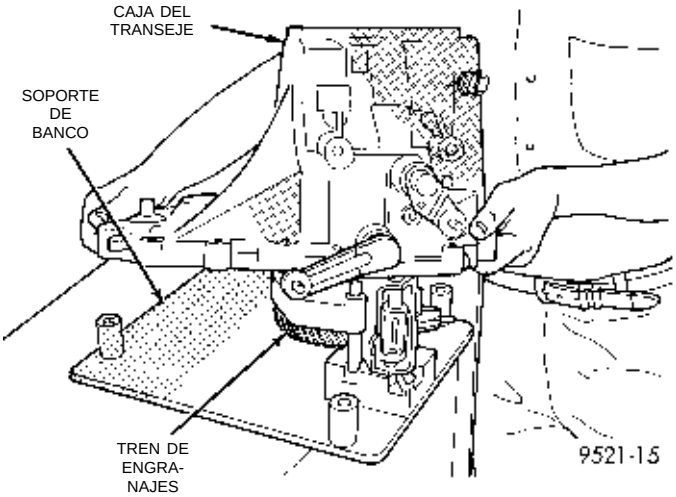

Fig. 65 Mitad de la caja de engranajes
(9) Instale la mitad de la caja de engranajes en el soporte de banco (Fig. 65). Alinee la garra de cambios sobre la orejeta de 3-4.